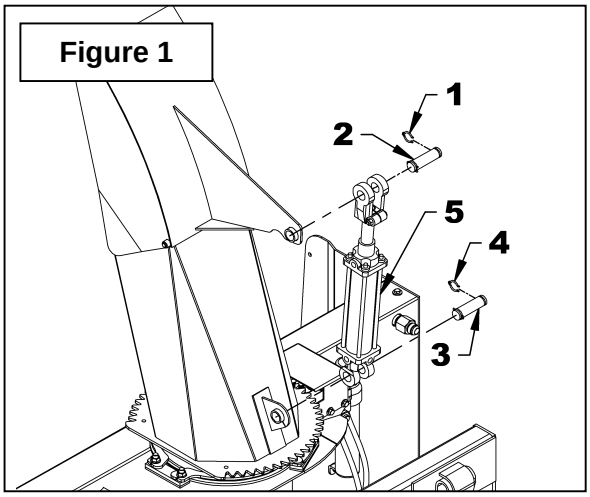
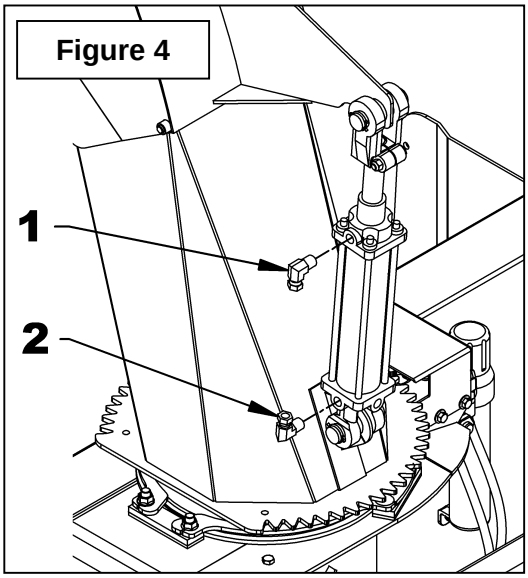

Figure 1
Figure 4
2. **Figure 1:** Remove the retaining ring (items 1-4) of each cylinder pin (items 2-3) and remove the pins. Place the hydraulic ouputs in the position illustrated on figure 4 and attach the cylinder base (item 5) to the chute base and the sliding section to the deflector with the pins and retaining rings (items 1-2-3-4).
5. **Figure 4:** Install the 90° 3/8 NPT M. X 1/4 NPT SWF elbows (items 1-2) in the cylinder ports by positioning the elbows in the illustrated direction. Add thread sealant on the elbow male section.